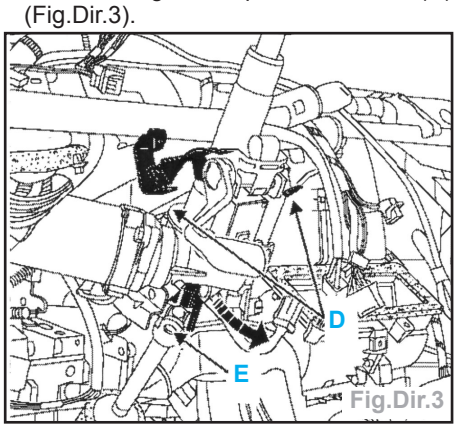

Fig.Dir.3
- Dégrafer les attaches de faisceaux sur les deux ergots de positionnement (**D**) (Fig.Dir.3).